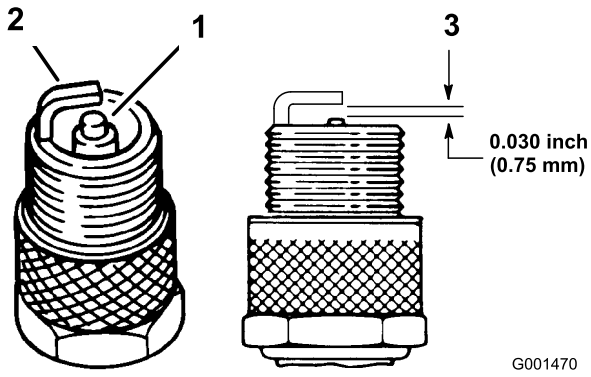

Figuur 45
4. Controleer de staat van de massa-elektrode, de centrale elektrode en de isolator van de centrale elektrode op beschadigingen (Figuur 45).
5. Zorg ervoor dat de elektrodenafstand tussen de centrale elektrode en de massa-elektrode 0,762 mm bedraagt (Figuur 45).